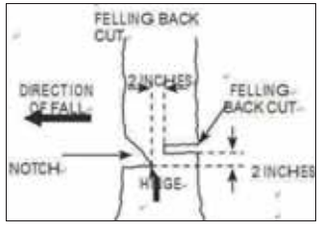

Fig.12
7.3.2 FELLING BACK CUT (FIG.12)